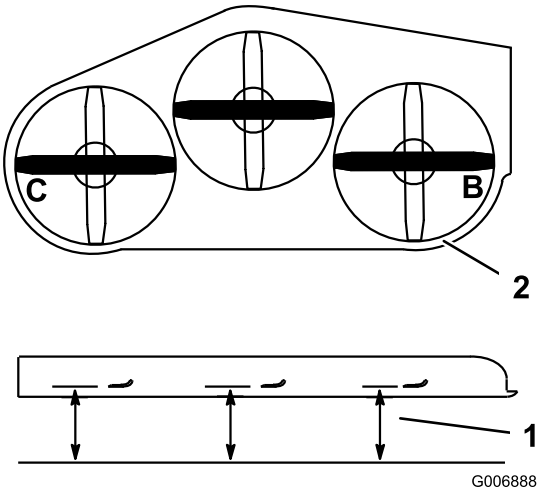

Figur 73
1. Placer **højre** skærekniv side til side (Figur 73).
2. Mål den højre kniv ved punktet **B** fra en plan overflade til knivspidsens skarpe kant (Figur 73).
4. Placer venstre skærekniv side til side (Figur 73).
5. Mål den venstre kniv ved punktet **C** (Figur 73) fra en plan overflade til knivspidsens skarpe kant.